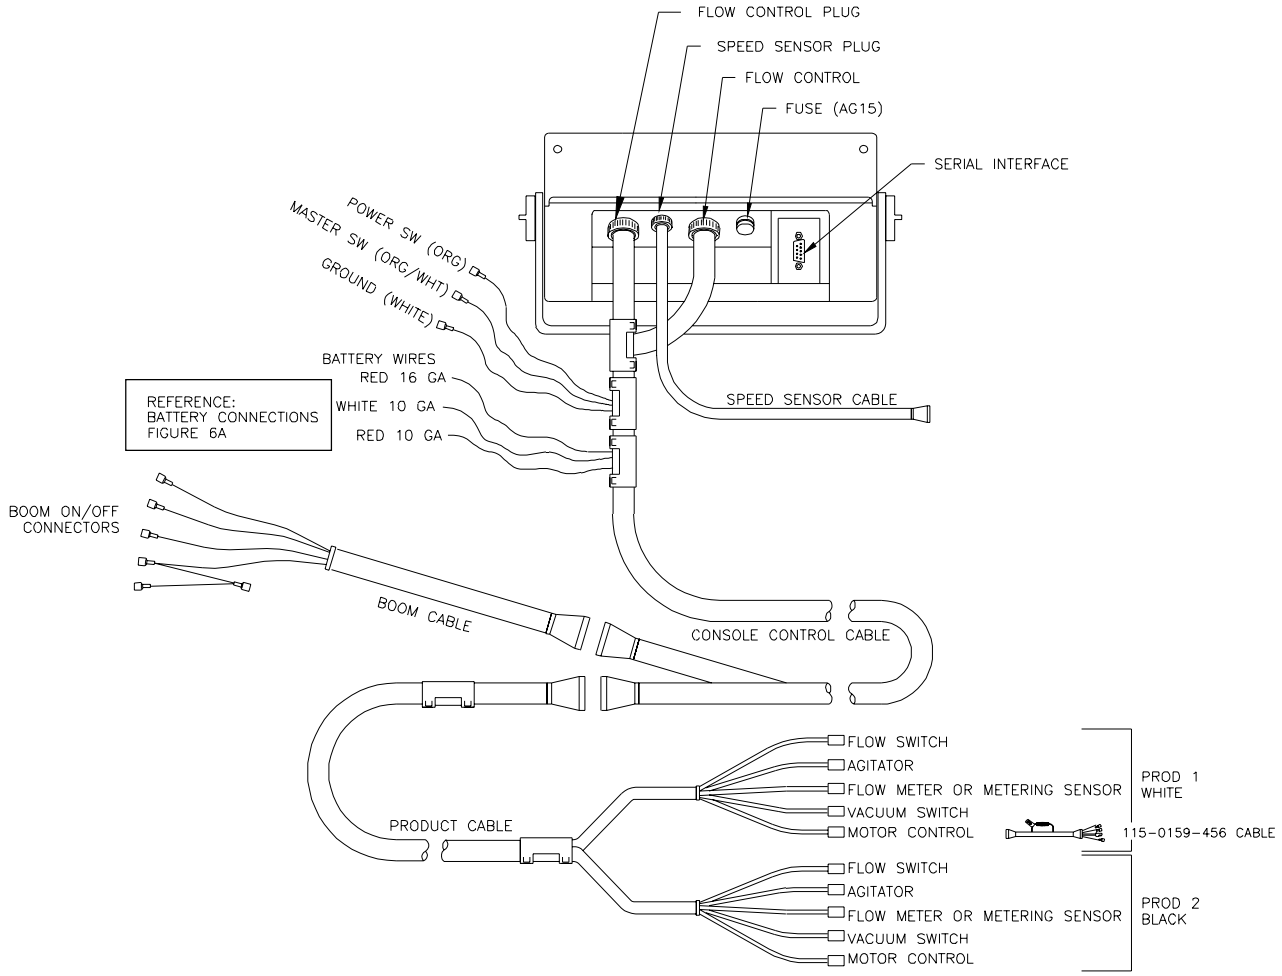

FIGURE 5
3) Connect the Console Control Cable to the plug in the back of the Console. (See Figure 5). Run the Console Control Cable out of the vehicle cab and connect with Product Control Cable on the sprayer. (Extension cables are available from a Raven Dealer). Secure with plastic cable ties.